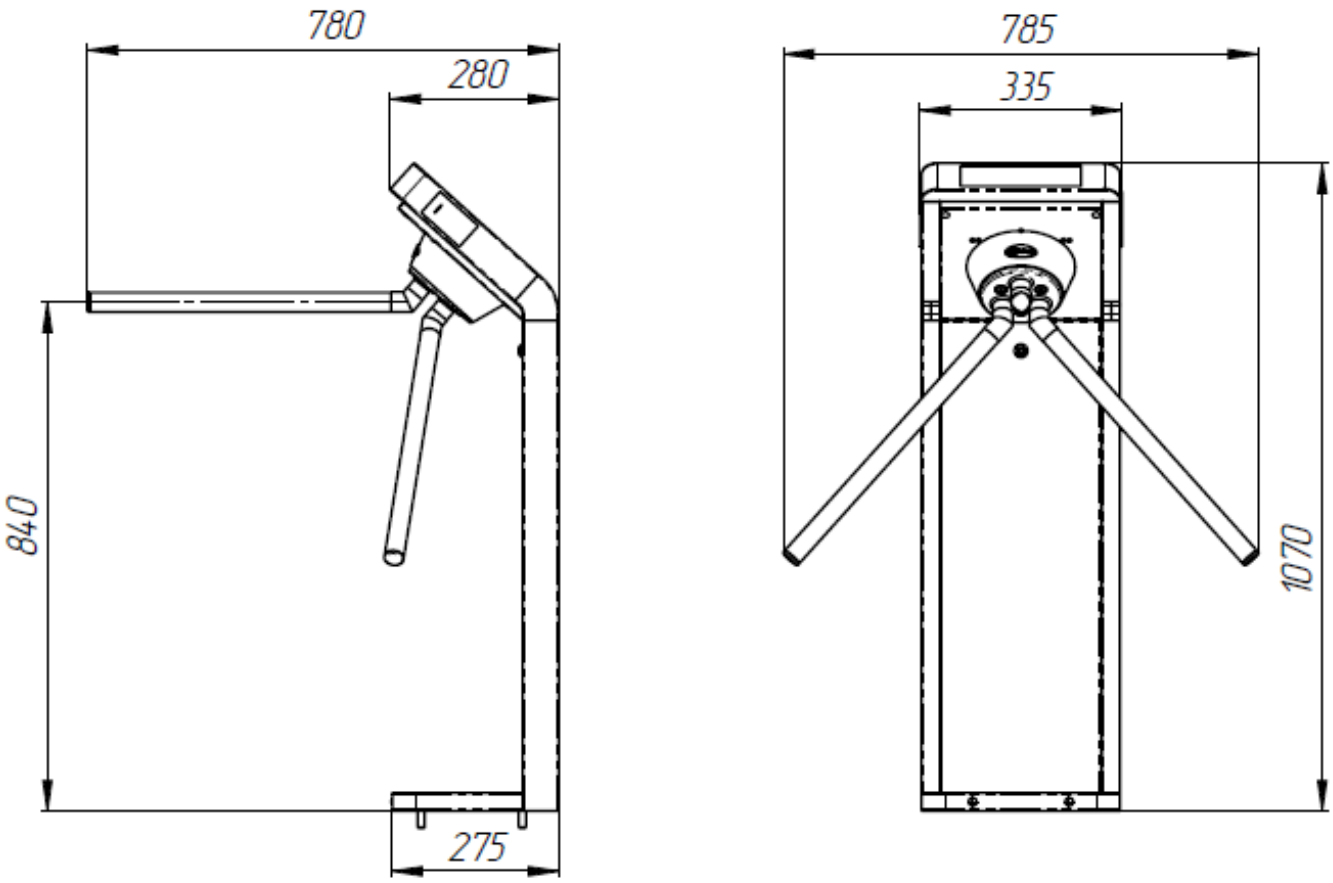

Рисунок 1 – Габаритные размеры турникета
3.3.4 Рисунок 1 – габаритные размеры турникета.